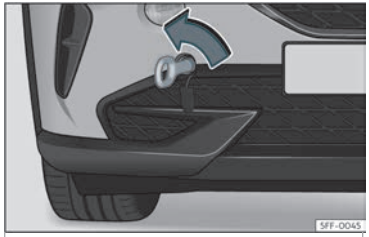

Abb. 44 Stoßfänger vorn rechts: eingeschraubte Abschleppöse.
- Drehen Sie die Abschleppöse **entgegen dem Uhrzeigersinn** in die Aufnahme bis zum Anschlag››› **Abb. 44** ››› ❗. Verwenden